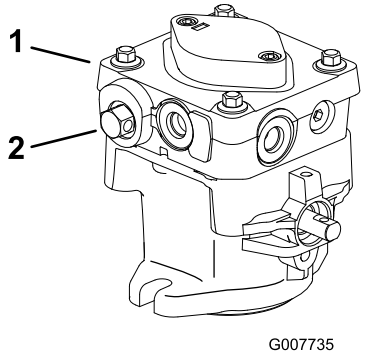

Figuur 14
2. Open de omloopkleppen door deze 1 tot 2 slagen linksom te draaien. Hierdoor kan de hydraulische vloeistof langs de pompen worden geleid zodat de wielen kunnen draaien (Figuur 14.